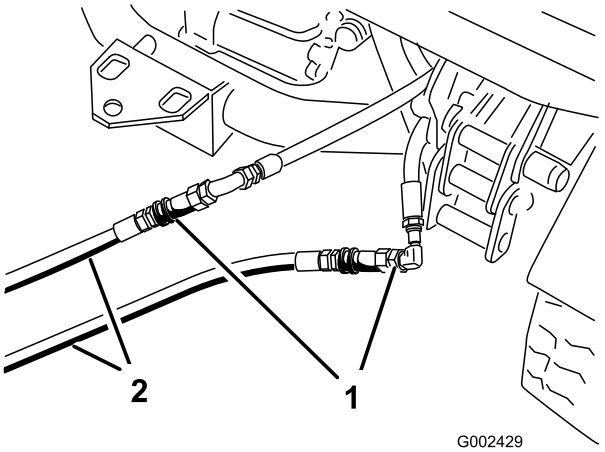

Figur 80
- På det køretøj, der ikke fungerer: Forbind de to startslanger med slangerne, der blev frakoblet (Figur 80). Tildæk alle ubrugte fittings.